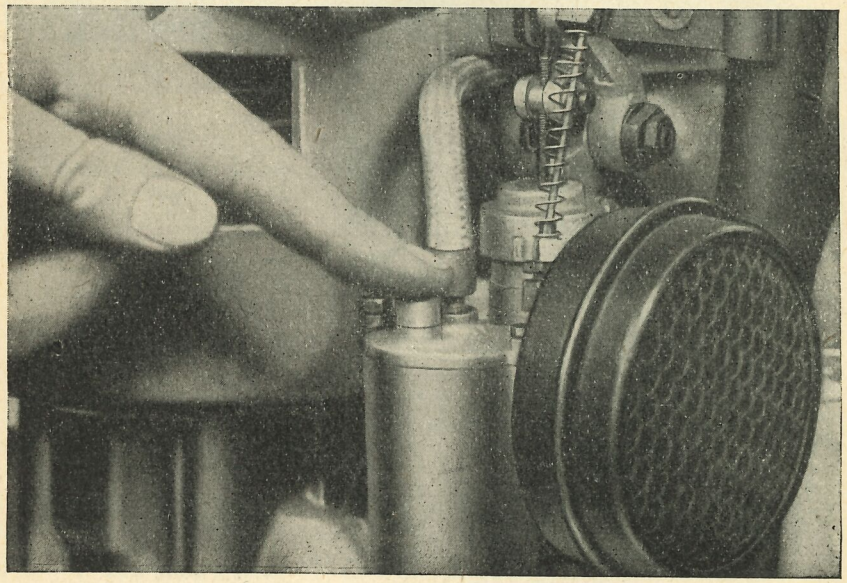

Bild 20
b) bei kaltem Motor Tupfer auf dem Schwimmergehäuse des Vergasers so lange niederdrücken, bis Kraftstoff überströmt (Bild 20).